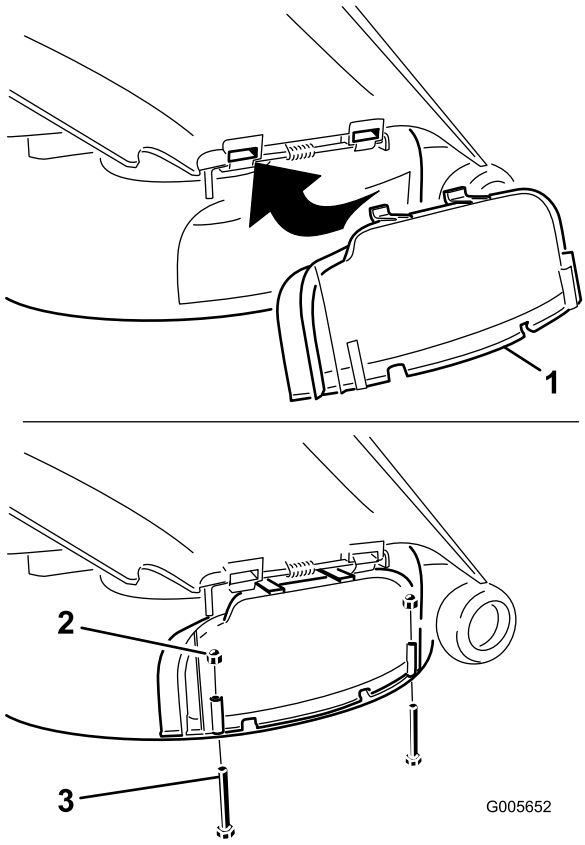

Figur 28
3. Løft græsdeflektoren, og skub tapperne på oversiden af udblæsningsdækslet ind under græsdeflektorens holdestang. Drej udblæsningsdækslet ned mod åbningen og mod plæneklipperens nederste kant (Figur 28).
4. Fastgør udblæsningsdækslet til plæneklipperens nederste kant med to bolte (1/4 x 2-1/2 tommer) og to hættemøtrikker (1/4 tomme) som vist i Figur 28.